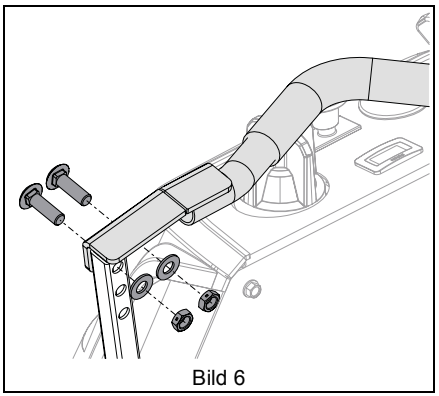

Bild 6
1. Skruva bort skruvarna som fäster styrspakarna på undre reglagearmen. Se Bild 6.